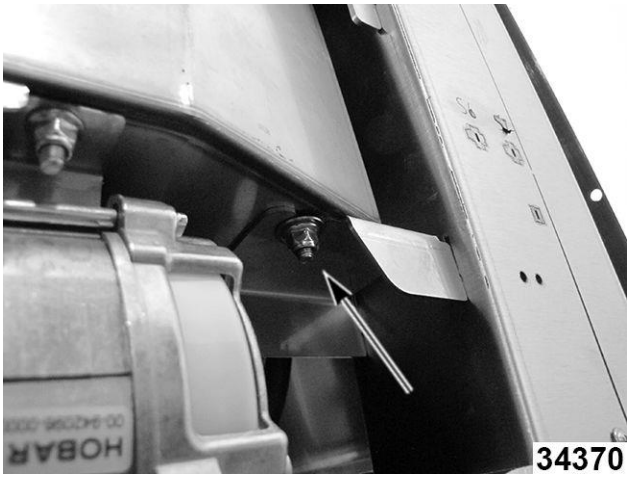

Fig. 91
8. Afloje la contratuerca del tanque del sobrecalentador en la parte inferior posterior. Fig. 91